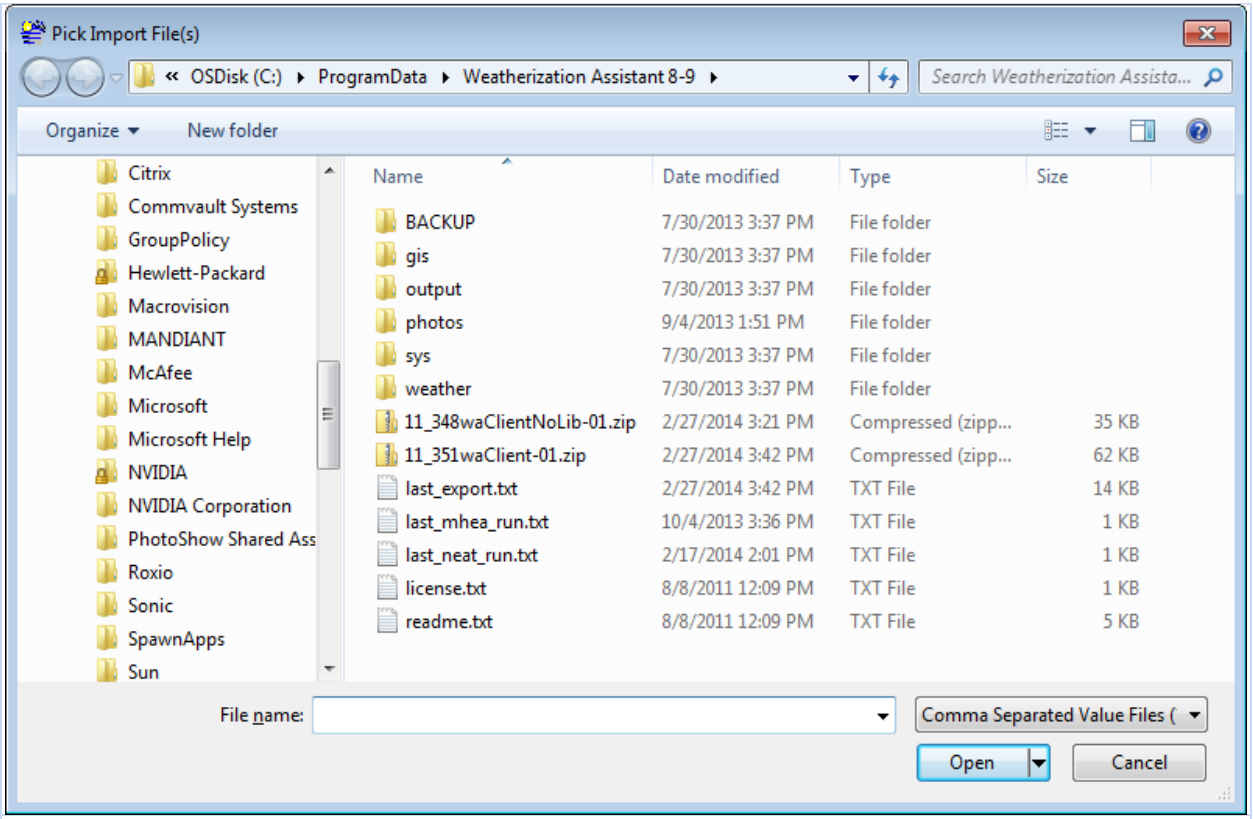

Figure 17.9. Browse window for selecting files to import via text files.
- **Pick the file(s) to import** – In order to import information, you must first “Pick the files(s) to import.” Although you could type in the path and name of a file into this field directly, most often you will use the “Browse” button to the right of this field in making the file selection. The button presents you with the “Pick Import File(s)” window, a standard Windows Operating System browse window. Figure 17.9. displays an example of the window you will see.